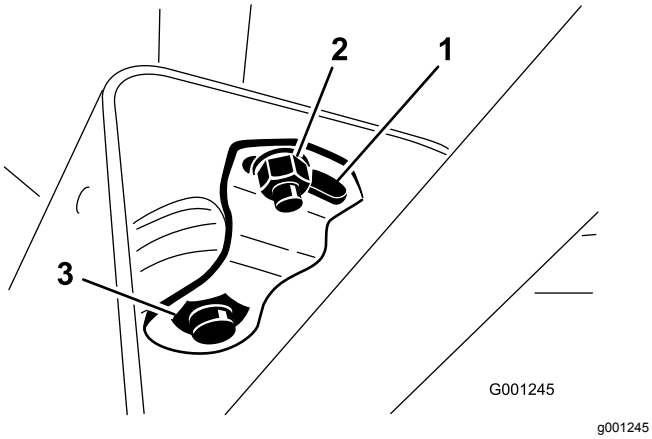

Figuur 30
2. Schuif de kap omhoog langs de stuuras zodat de draaibeugel zichtbaar wordt (Figuur 30).
3. Zet de kleine moer los en draai aan de draaibeugel totdat deze de grote moer eronder vastklemt (Figuur 30).